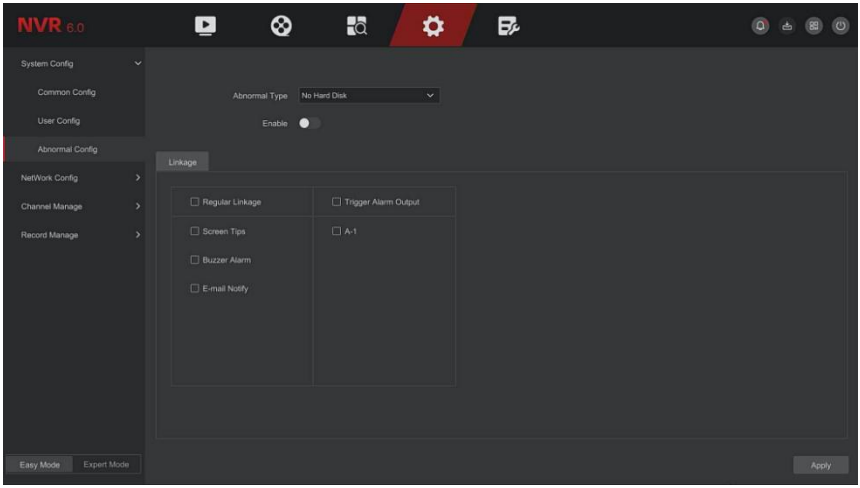

Figure 5-26
Step 1: In the main menu, choose " Config →Easy Mode →System Config →Exception" to enter Exception setting interface, as shown in Figure 5-26 below.